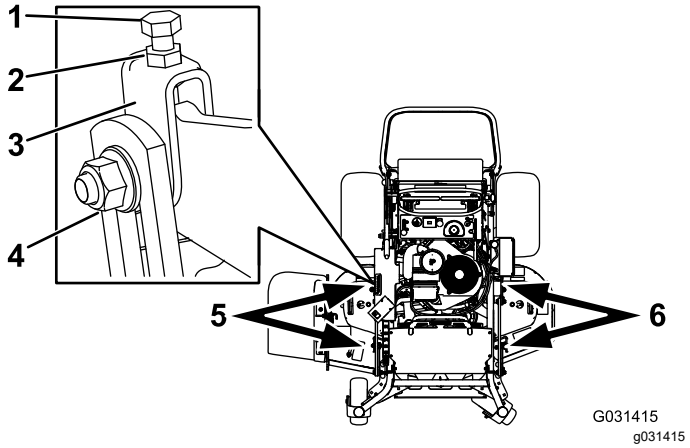

Figura 82
1. Afloje la tuerca lateral y la contratuerca de las horquillas que desea ajustar (Figura 82).
2. Gire el perno superior de las horquillas para ajustar la altura de la carcasa de corte (Figura 82).